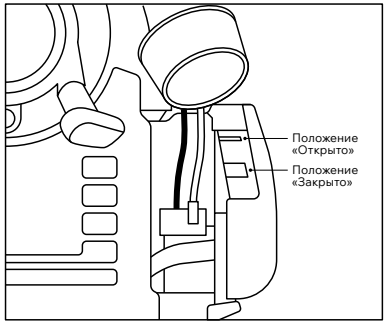

Рис. 10
1. Закройте воздушную заслонку, передвинув ее рычаг в положение «ЗАКРЫТО» (Рис. 10).